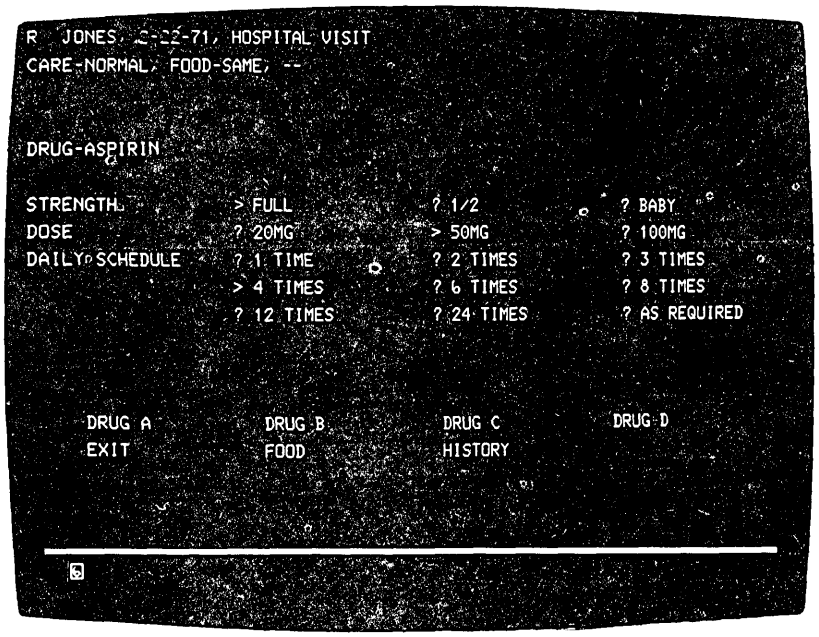

Figure 4-3. Designator characters tell you about the data on your screen.
The first character of each selectable field on your screen is called a designator character. The designator character for a selection field is either a question mark (?) or a greater-than sign (>); the designator character for an attention field is an ampersand (&) or a blank position. See Figure 4-3.
After you have completed your selections from the screen (more than one selection can be made), locate a selectable field (Attention field) that has an ampersand character or a blank position for a designator character. Selecting the Attention field (the word EXIT in Figure 4-3) turns on the Do Not Enter - Time (X) message and indicates to the program that you have completed your selections. The data you have selected can now be acted upon by the program.
Remember, Figure 4-3 is only an example. The way you end a selector light pen operation depends on the program, and each job could be different. Always refer to the user's program guide for the program with which you are working for specific instructions.